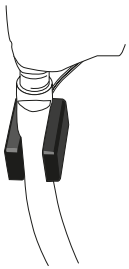

Abbildung 6-9. Aufsetzen des Blasendetektors auf den Schlauch
2. Setzen Sie den Blasendetektor an einer geeigneten Stelle auf den Schlauch auf (siehe Abbildung 6-9).